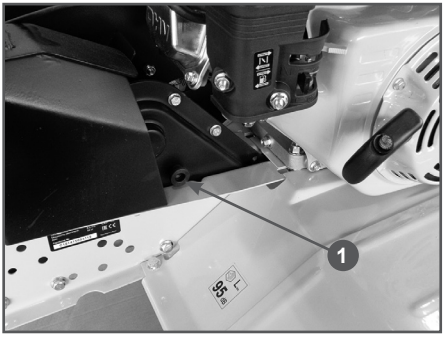

Рис. 24 Расположение пробки отверстия для добавления смазки в редуктор
2. Извлеките из корпуса редуктора пробку 1 (Рис. 24).